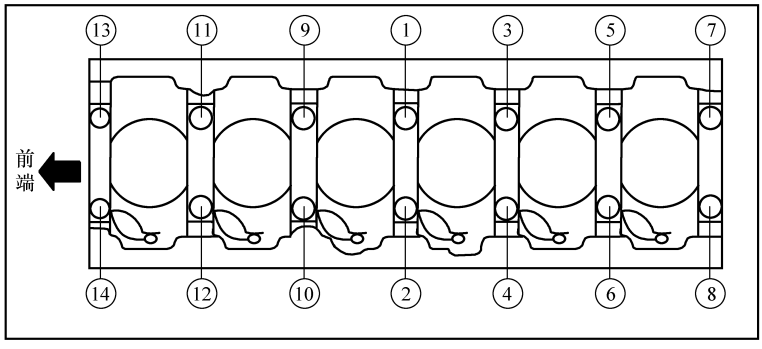

图 1-48　按顺序紧固曲轴主轴承盖螺栓
① 安装主轴瓦上瓦片时，要求瓦面涂润滑油。
② 安装曲轴上止推片。
③ 安装主轴瓦下瓦片、下止推片，瓦面也要涂润滑油。
④ 先安装第四道主轴承盖，主轴承盖有标记的一侧朝向水泵侧，再安装其他主轴承盖。
⑤ 按图 1-48 所示顺序安装曲轴主轴承盖螺栓，要求预拧紧(20 ±4)N · m，拧紧(100 ± 10)N · m，转角 180° ±6°。